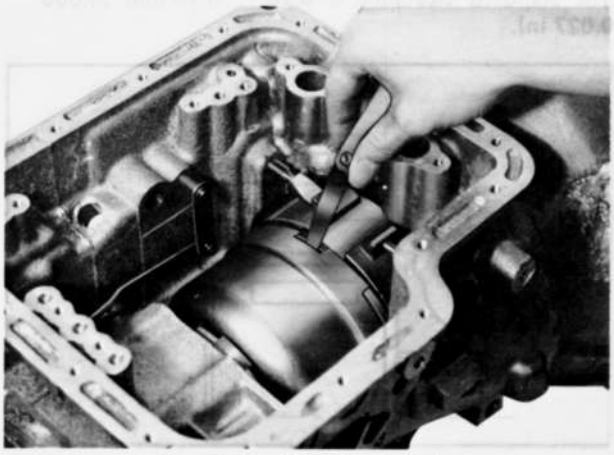

Fig. 7B–52 Checking end play
20. Using a dial indicator as shown in Fig. 7B–53, check the transmission total end play.